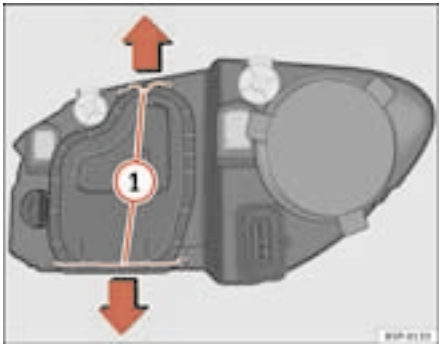

Fig. 161 Dipped head-lights
– Remove the loops ⇒ fig. 161 (1) in the direction of the arrow and remove the cover.